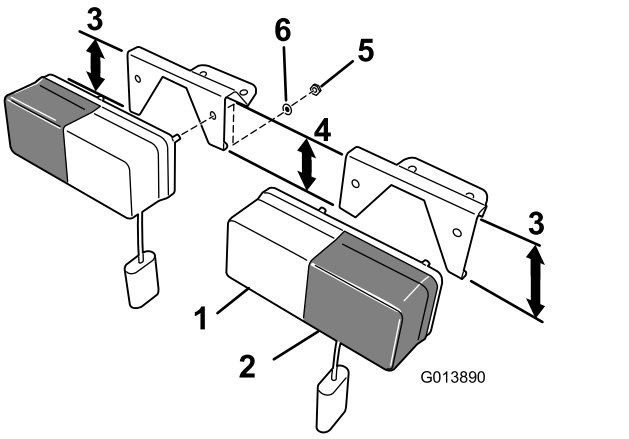

Figure 4
2. Fixez l'éclairage sur le support à l'aide des fixations retirées précédemment (Figure 4).
Remarque: Veillez à placer le verre transparent (feu de position) à l'intérieur et le verre orange (clignotant) à l'extérieur (Figure 4).
Remarque: Les supports se reconnaissent à l'angle de la façade et au montant plus long qui est placé à l'extérieur (Figure 4).